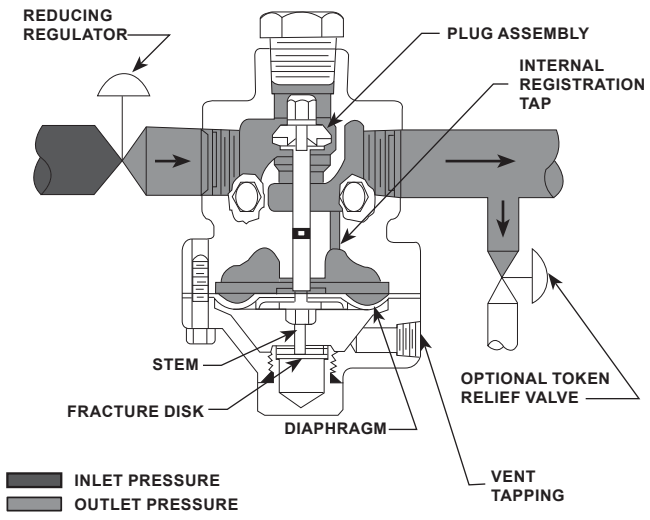
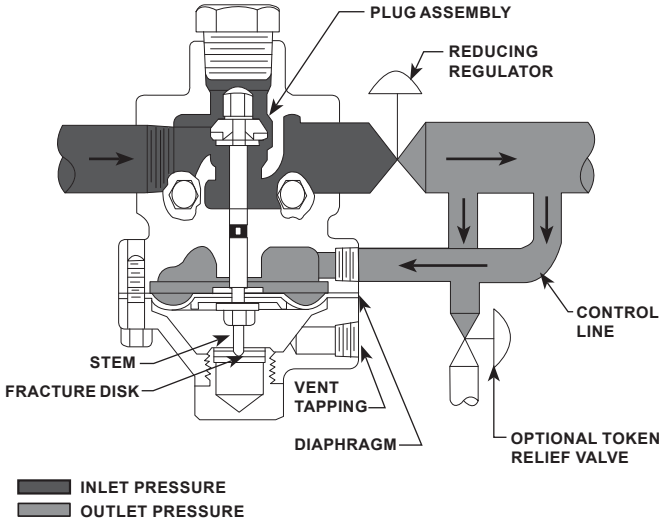

Figure 2. *Type 634 Shutoff Valve Installation*
Figure 3. *Type 634M Shutoff Valve Installation*
regulator and a downstream system or equipment as shown in Figure 2. The Type 634M shutoff valve with external registration requires a control line and is installed upstream of a pressure-reducing regulator as shown in Figure 3.
3. A Type 634 or 634M shutoff valve may be installed in any position as long as the direction of flow complies with the flow arrow on the side of the body (key 1). Typical positions as shown in Figure 2 or 3 are with the disk retainer (key 3) pointing down. This position eases removal of broken fracture disk pieces.
4. The Type 634 shutoff valve installation shown in Figure 2 does not shut off inlet pressure to the upstream reducing regulator and thus does not provide overpressure protection to that regulator.
5. The Type 634M shutoff valve installation shown in Figure 3 will shut off flow to the downstream reducing regulator. Thus, inlet pressure to that regulator is limited by its maximum allowable inlet pressure rating or by the Type 634M maximum inlet pressure of 1500 psig / 103 bar, whichever is less.